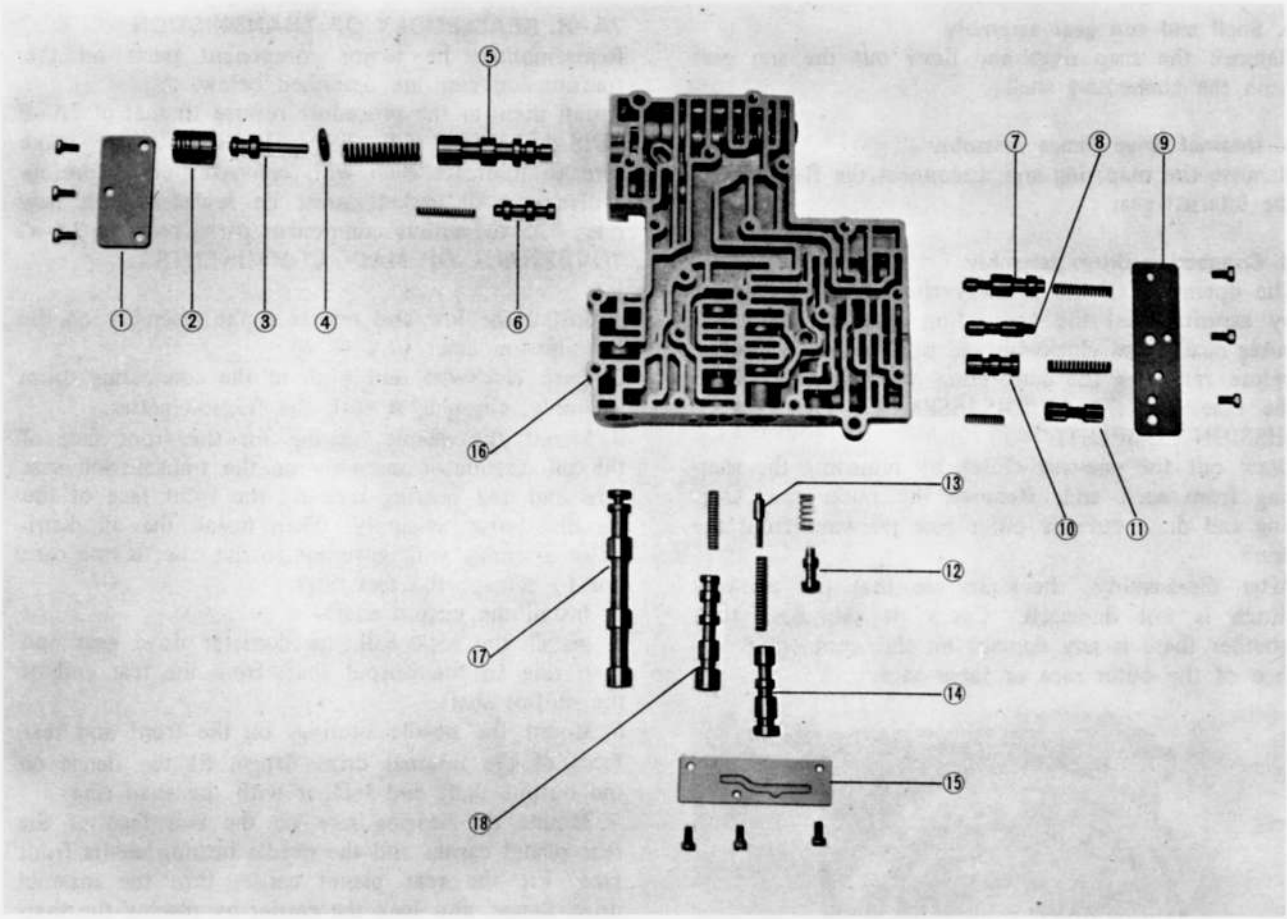

Fig. 7A–42 Component parts of control valve
a. Install small valves and springs by referring to the components parts of control valve Fig. 7A–42.